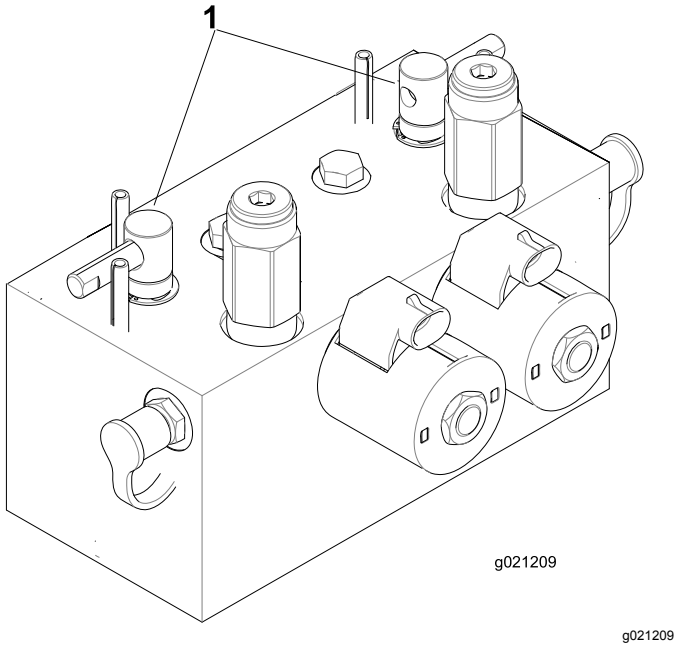

Figuur 107
2. Ontgrendel de stoel en til deze omhoog zodat u bij de wethendels kunt komen (Figuur 107).
5. Kies met de voorste, achterste of beide wethendels de messenkooien die moeten worden gewet (Figuur 107).